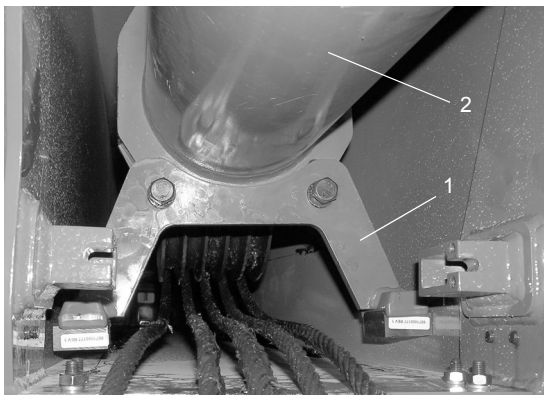

FIGURA 4-33
4. Después de haber soportado el peso del cilindro telescópico, retire los dos pernos que fijan el miembro soldado de la pata del cilindro (Figura 4-33, 1) al cilindro telescópico (Figura 4-33, 2). Retire el miembro soldado de la pata.